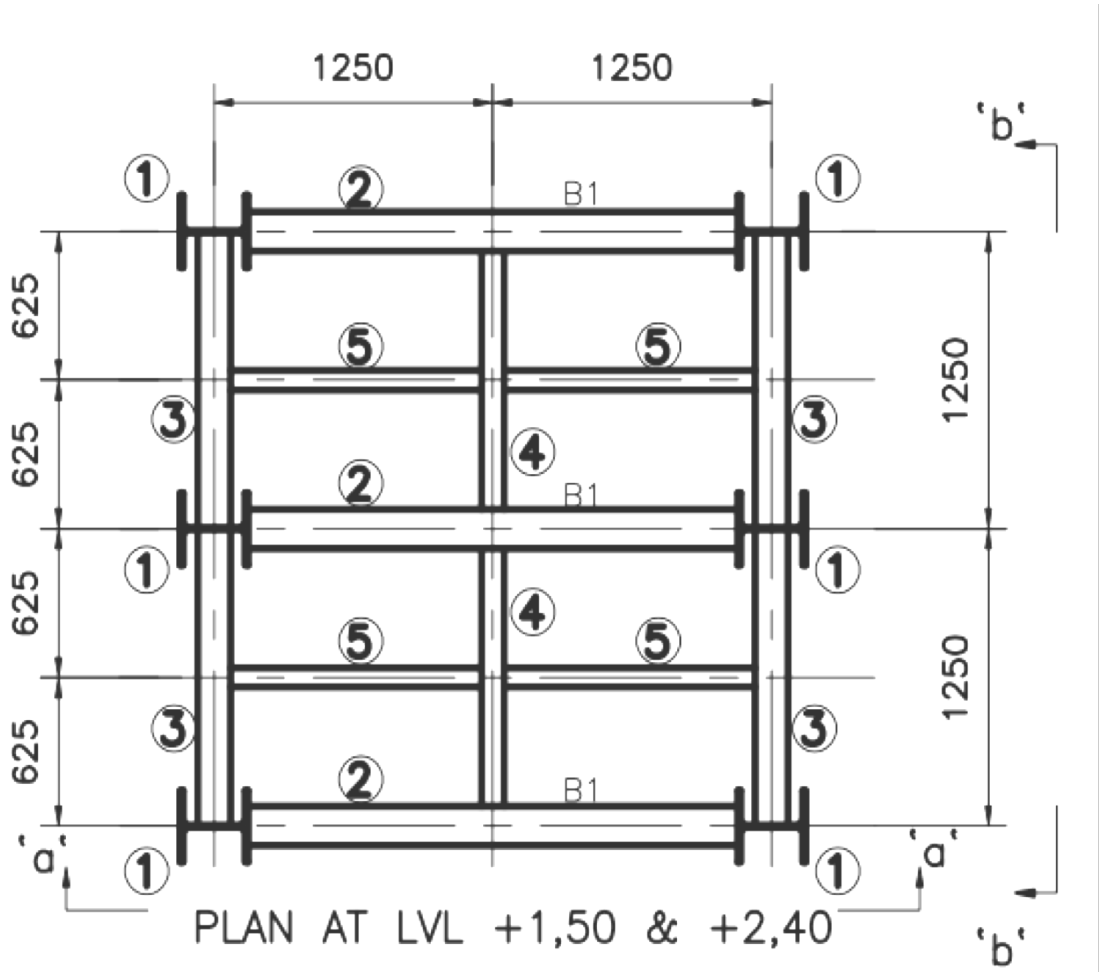

FIGURE 1
2.2 Refer to FIGURE 1, DIAGRAM SHEET 1, and redraw an erection plan of the steel structure as shown.